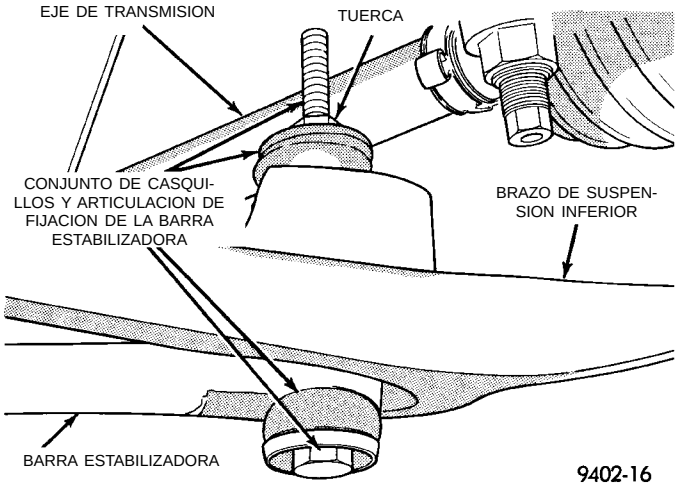

Fig. 39 Articulaciones de fijación de la barra estabilizadora al brazo de suspensión inferior
(1) Eleve el vehículo sobre gatos fijos o centrado en un elevador de contacto de bastidor. Para informarse sobre el procedimiento de elevación requerido, consulte Elevación, en la sección Lubricación y mantenimiento de este manual.
(2) Retire las tuercas y los conjuntos de la articulación de fijación de la barra estabilizadora de los brazos de suspensión inferior delantera (Fig. 39).